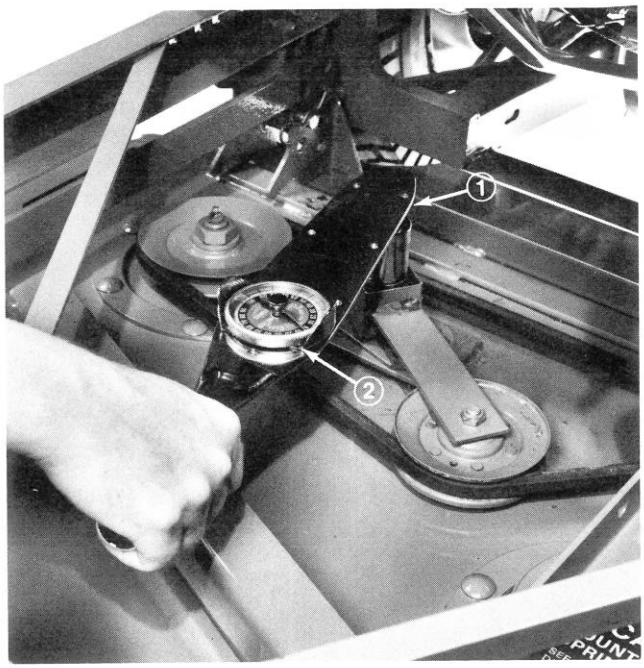

Figure 50
3. Loosen two nuts securing idler plate in place (Fig. 50). Using a socket and torque wrench, tighten the idler adjusting nut (Fig. 50) until proper torque value is achieved.
4. Hold the torque against the belt and tighten the two nuts so idler plate is held securely in place (Fig. 50). Release the idler adjusting nut and install cover with capscrews and lockwashers.